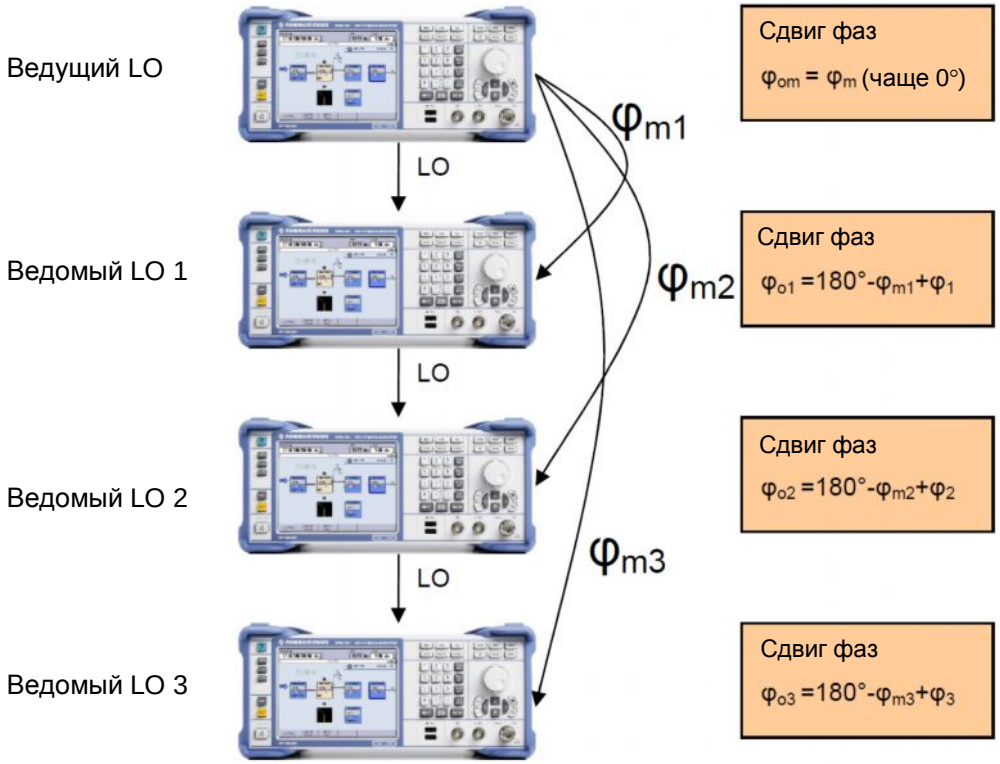

Рис. 7.2 – Фазовая подстройка четырех приборов SMBV
3. Установить сдвиги фаз модулирующих сигналов φ_{om}, φ_{o1}, φ_{o2}, φ_{o2} в соответствии с формулами на рис. 7.2.